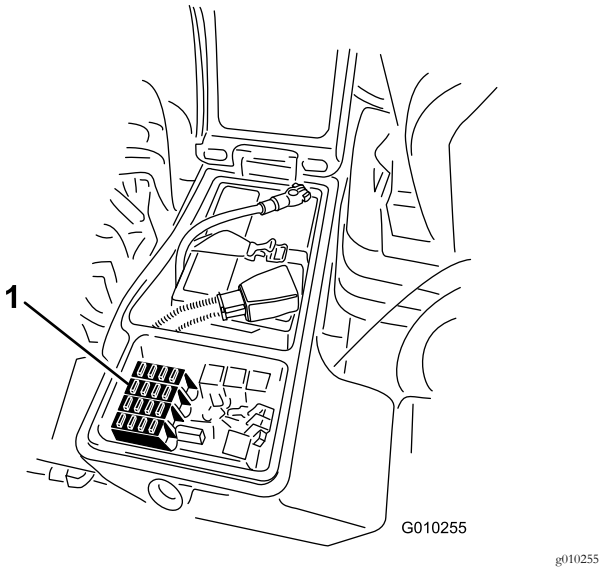

Figur 48
1. Lossa spärren för locket till höger förvaringslåda och lyft upp locket (Figur 47) för att komma åt säkringsblocket (Figur 48).
2. Byt ut de öppna säkringarna efter behov (Figur 48).